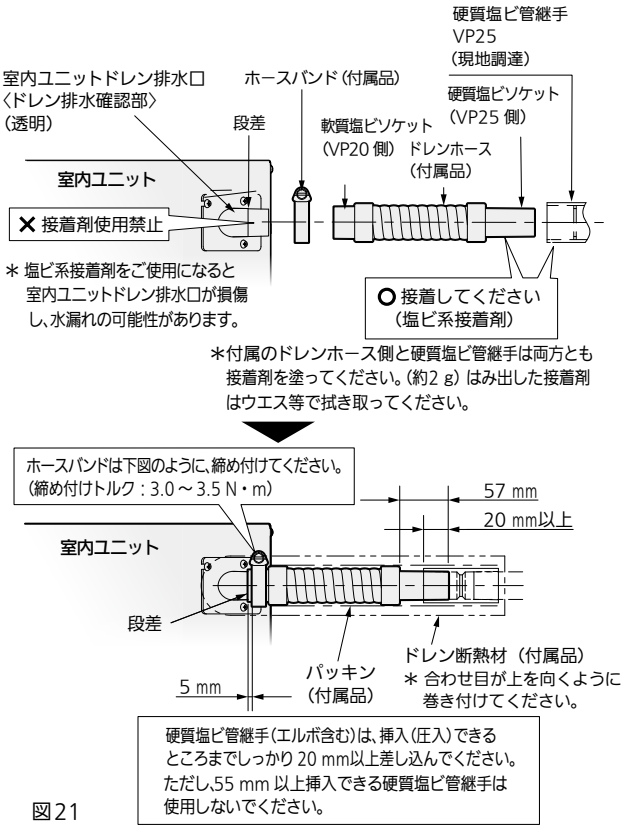

図 21
- 図 21 のようにドレン排水口の段差までドレンホースを挿入し、ホースバンドを段差から 5 ㎜はなしたところに、しっかりと締め付けてください。（締め付けトルクは 3.0 ～ 3.5 N・m）
- ドレン排水確認後、パッキン（付属品）をドレン排水確認部の付け根よりドレンホースを被うように隙間なく巻いてください。パッキンの合わせ目が上を向くようにしてください。その上にドレン断熱材（付属品）を合わせ目が上を向くように巻き付けてください。　（15ページ　図21）